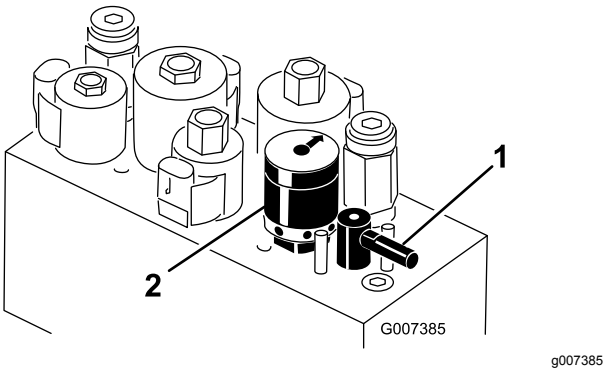

Figur 57
4. Vrid slipningsspaken till läget R (Figur 57).
5. Vrid cylinderhastighetsreglaget till inställningen 1 (Figur 57).